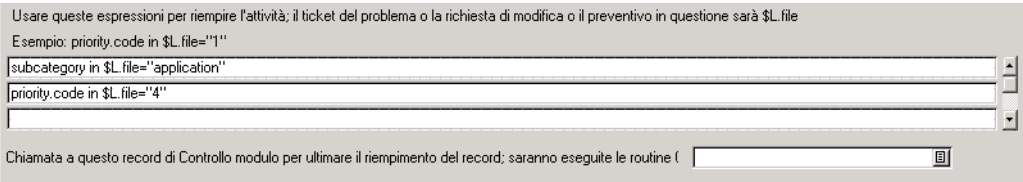

Figura 6-4: Utilizzo di espressioni
La Figura 6-4 mostra la casella di testo di Controllo modulo nella scheda Dettagli.
3. La Figura 6-4 mostra la sezione delle opzioni avanzate della scheda Dettagli.